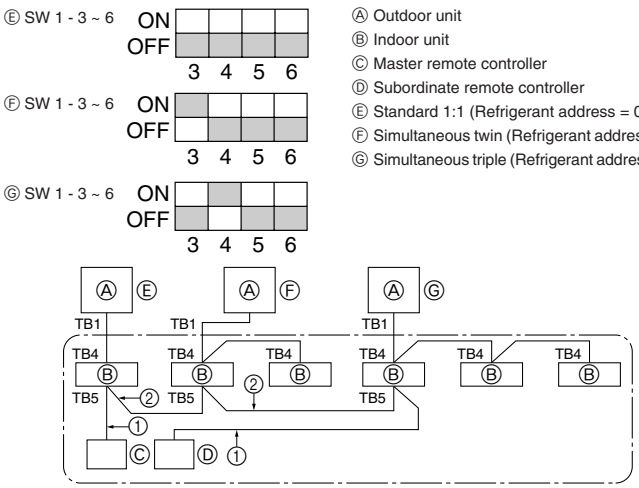

Fig. 9-1
① Supply power (circuit breaker).
② After the gas stop valve is closed, set the SWP switch on the control board of the outdoor unit to ON. The compressor (outdoor unit) and ventilators (indoor and outdoor units) start operating and refrigerant collecting operation begins. LED1 and LED2 on the control board of the outdoor unit are lit.
③ Because the unit automatically stops in about two to three minutes after the refrigerant collecting operation (LED1 and LED2 are lit), be sure to quickly close the gas stop valve. When LED1 and LED2 are lit and the outdoor unit is stopped, open the liquid stop valve completely, and then repeat step ② after three minutes have passed.
④ Turn off the power supply (circuit breaker).
9. System control (Fig. 9-1)
9. Kontrolle des Systems (Fig. 9-1) 17